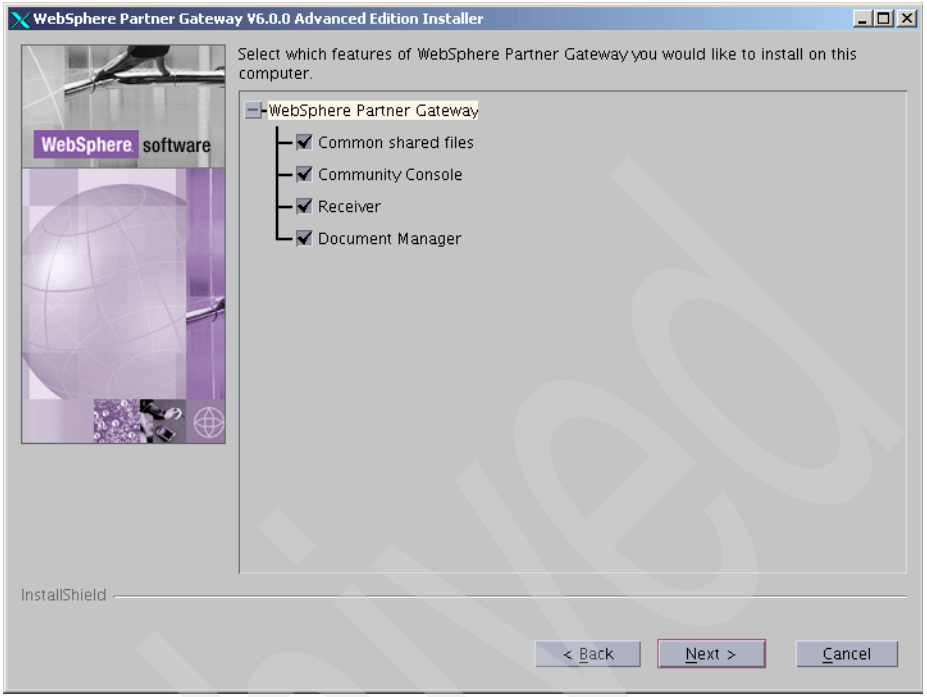

Figure 6-8 Selecting the product components to install
5. In the next window (Figure 6-8 on page 124), specify which components are going to run on this system. Because we are creating a single server in this example, we select all the components. Click **Next**.